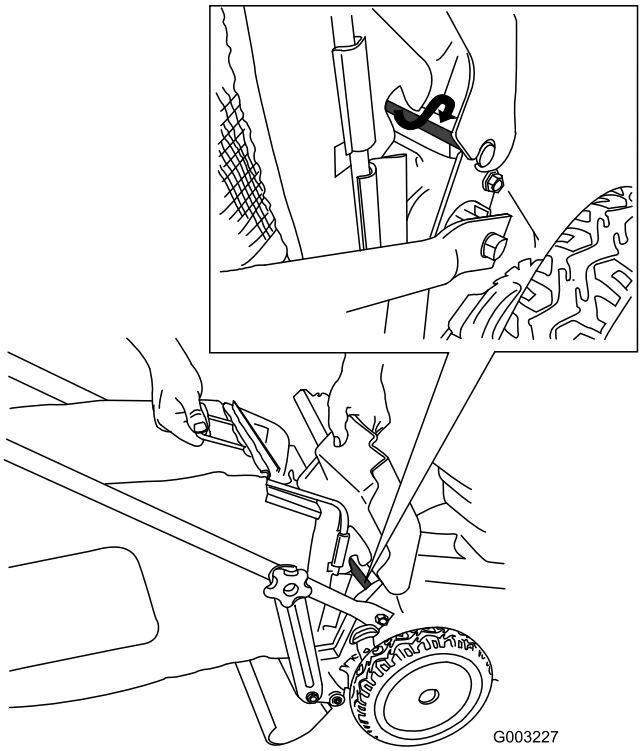

Figuur 24
4. Monteer de zak op de stang van de klep (Figuur 24).